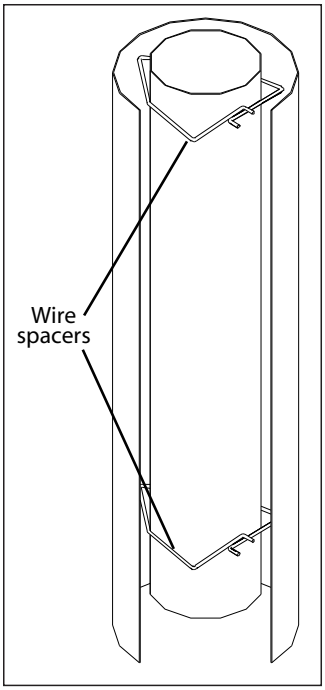

Figure 23: Wire Spacers.
8. Slide the Ø6⅝" (16.25 cm) flex intake liner over the flex vent. Install four (4) wire spacers around the flex pipe. Ensure the wire spacers are positioned at either end of the pipes, and at each end of any elbows in the liners (refer to Figure 23 and 24).